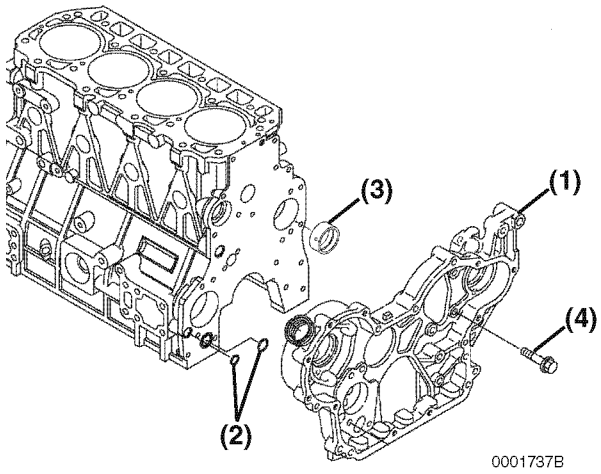

Figure 6-98
2. Remove the bolts **(Figure 6-98, (4))**.
3. Remove the gear case **(Figure 6-98, (1))** or front plate from the cylinder block. Thoroughly clean all old sealant from the mating surfaces.
4. Inspect and measure the camshaft bushing. *See Camshaft on page 6-11 for the service limit.* If damaged or worn beyond service limits, remove the camshaft bushing **(Figure 6-98, (3))**.
5. **TNV94 - TNV106:** Remove two O-rings **(Figure 6-98, (2))**.